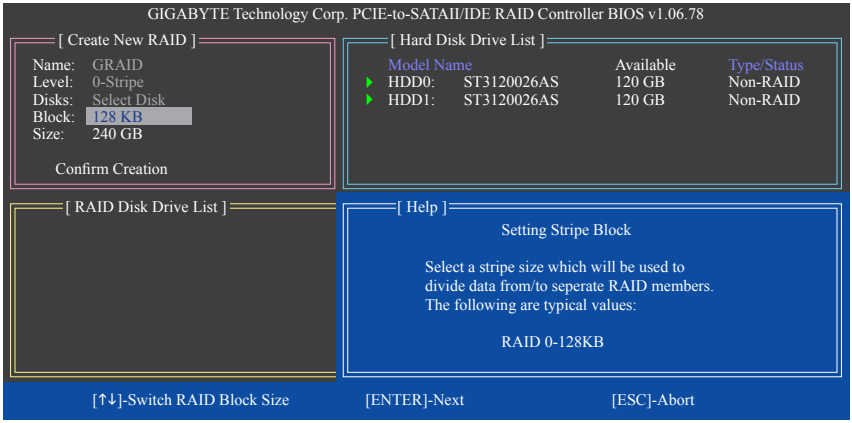

図 6
4. **Set Block Size (RAID 0 only): Block** 項目の下で、上または下矢印キーを使用してストライプブロックサイズを 4 KB〜128 KB の範囲で選択します（図 6）。<Enter> を押します。